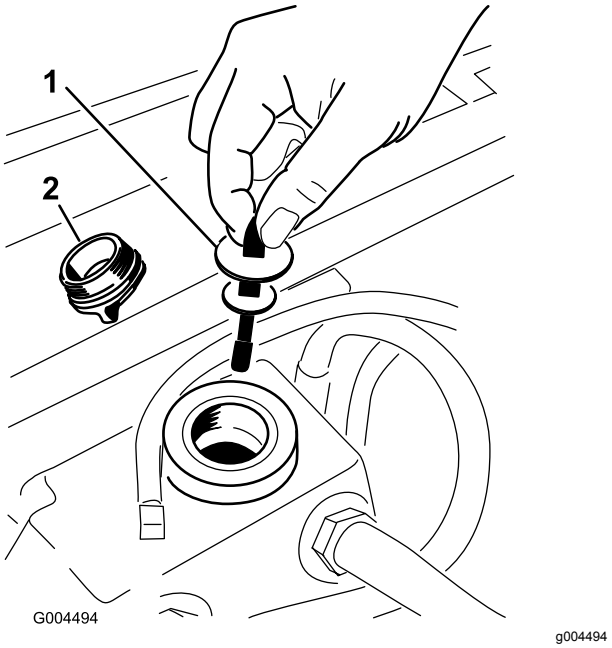

Bild 57
5. Nehmen Sie den Deckel des Hydraulikbehälters vom Einfüllstutzen ab (Bild 57).
6. Nehmen Sie den Peilstab heraus und wischen Sie ihn mit einem sauberen Lappen ab (Bild 57).
7. Stecken Sie den Peilstab in den Einfüllstutzen und ziehen ihn dann heraus, um den Ölstand zu prüfen (Bild 57).